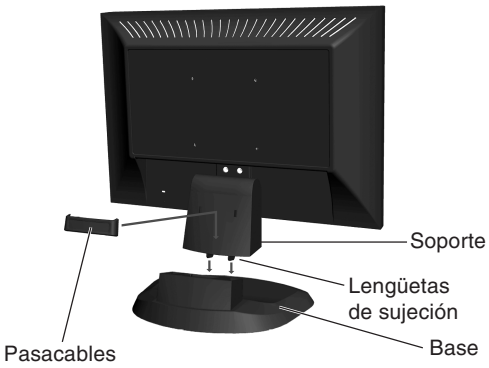

Figura S.1
1. Conecte la base al soporte. Las lengüetas de sujeción del soporte deberían encajar en el orificio del centro posterior de la base (**figura S.1**).
1. Inserte las lengüetas del pasacables en el orificio del soporte y deslice el pasacables hacia abajo hasta que encaje (**figura S.1**).